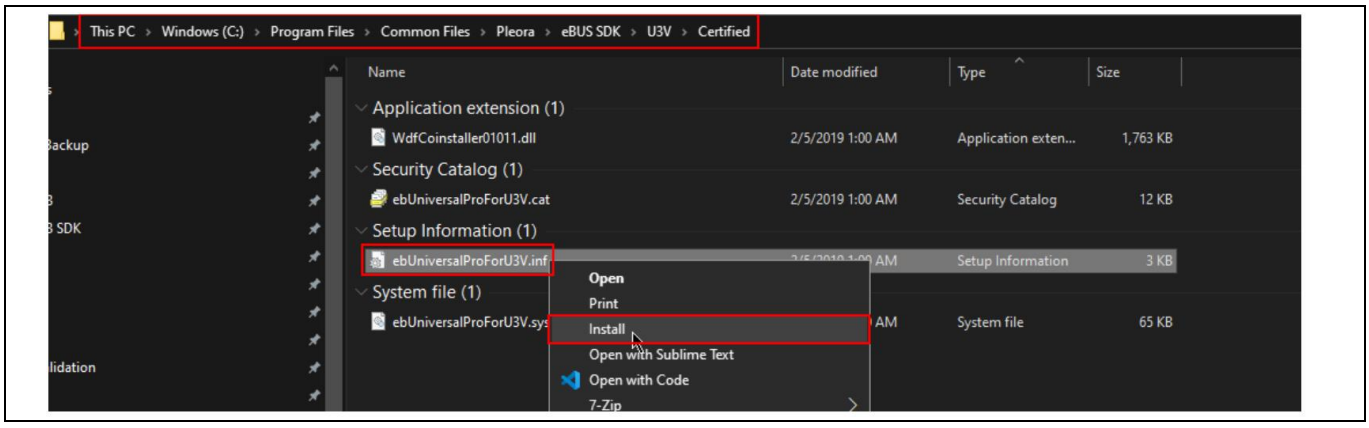

Figure 9 Installing the driver for USB3 Vision player (eBUS Player)
5. If FX3 is not detected, go to *C:\Program Files\Common Files\Pleora\eBUS SDK\U3V\Certified* and install the U3V driver as shown in **Figure 9**.